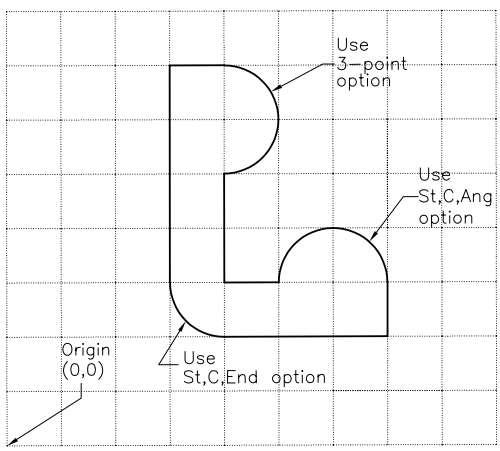

Figure 3-6 *Drawing for Exercise 2*
b. Draw the profile shown in Figure 3-6. The distance between the dotted lines is 1.0 unit. Create the arcs by using different arc command options as indicated in the figure.